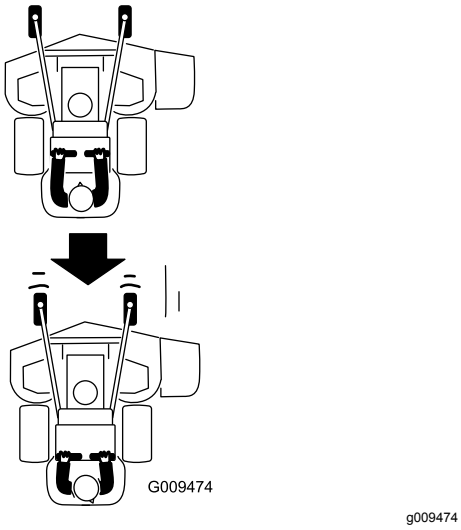

Rysunek 20
2. Powoli przesuń dźwignie sterowania do tyłu (Rysunek 20).